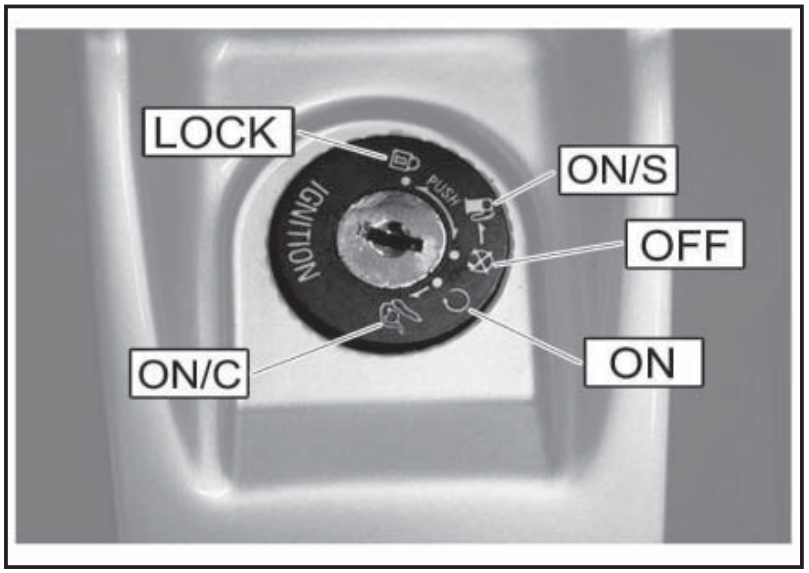

Fig. 02 QSI0022
4.13 COMMUTATORE A CHIAVE (Fig. 02)